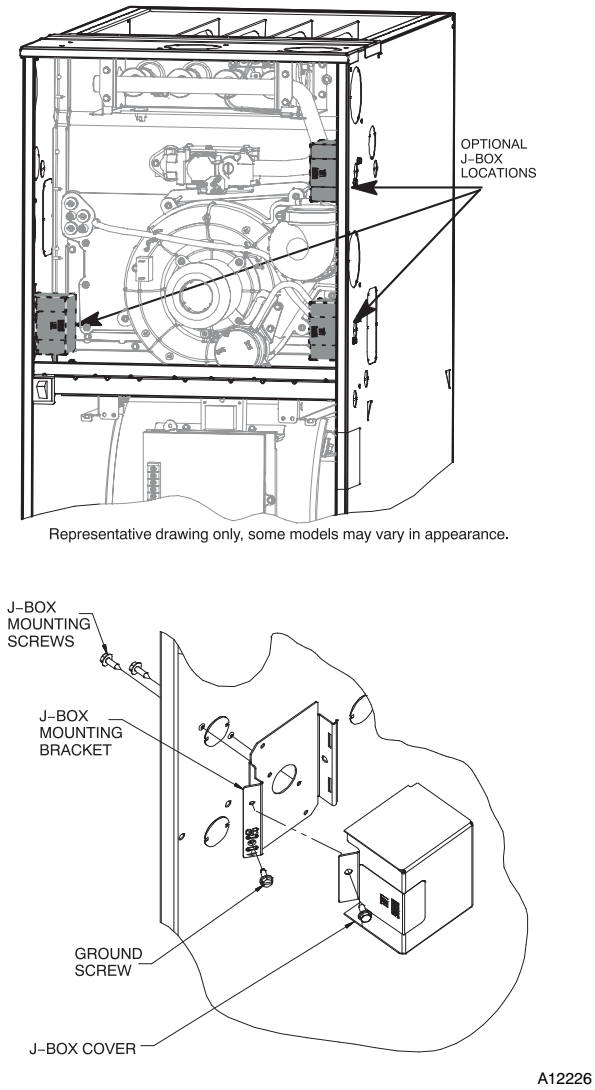

Fig. 34 – Installing J–Box (When Used)
The J–Box cover, mounting bracket and screws are shipped in the loose parts bag included with the furnace. See Fig. 34 for J–Box mounting locations.
1. Drill two (2) 1/8–in. (3 mm) pilot holes through the dimples in the furnace casing near the 7/8–in. knock–out on the side of the casing. Do not remove the knock–out in the side of the casing.
9. Connect field power and neutral leads to furnace power leads inside the external electrical box as shown in Fig. 34.
1. Install J–Box mounting bracket to inside of furnace casing. See Fig. 34.
5. Connect field ground wire and factory ground wire to green ground screw on J–Box mounting bracket as shown in Fig. 34.
7. Attach furnace J–Box cover to mounting bracket with screws supplied in loose parts bag. Do not pinch wires between cover and bracket. See Fig. 34.
4. Connect field ground wire and factory ground wire to green ground screw on J−Box mounting bracket as shown in **Fig. 34.**